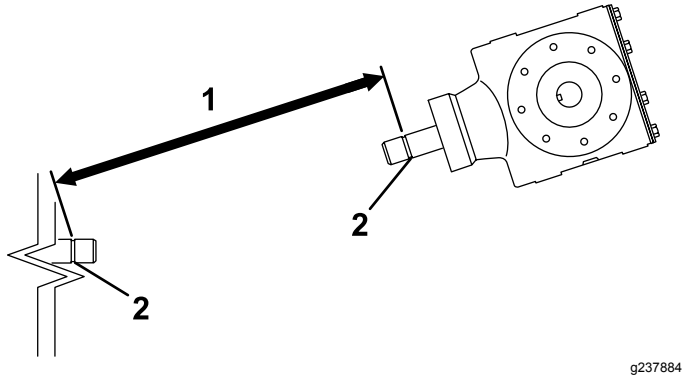
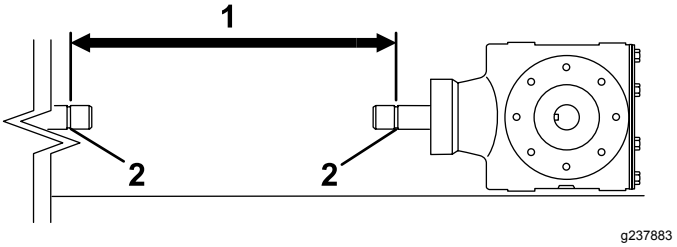
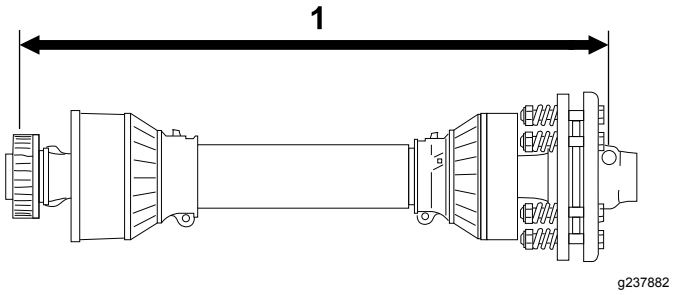

**Figur 12**
**Figur 14**
**Figur 15**
3. Mät avståndet från låsskåran i änden av traktorenhetens kraftuttagsaxel till låsskåran på luftarens växellådsaxel (Figur 12).
5. Mät avståndet från låsskåran i änden av traktorenhetens kraftuttagsaxel till låsskåran på luftarens växellådsaxel (Figur 14).
6. Mät avståndet från mitten på låspinnskulan i ena änden av kraftuttagsaxeln till mitten på låspinnen i den andra änden (Figur 15).
7. Ta det minsta av de två avstånden i Figur 14 och Figur 12 och dra bort det avståndet från avståndet i Figur 15. Exempel: 81 cm minus 67 cm är lika med 14 cm.